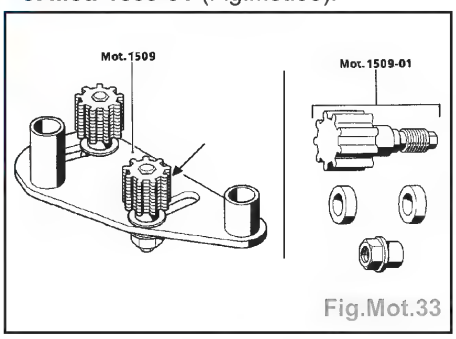

Fig.Mot.33
- L'opération se fait à l'aide des **Mot. 1509** et **Mot. 1509-01** (Fig.Mot.33).